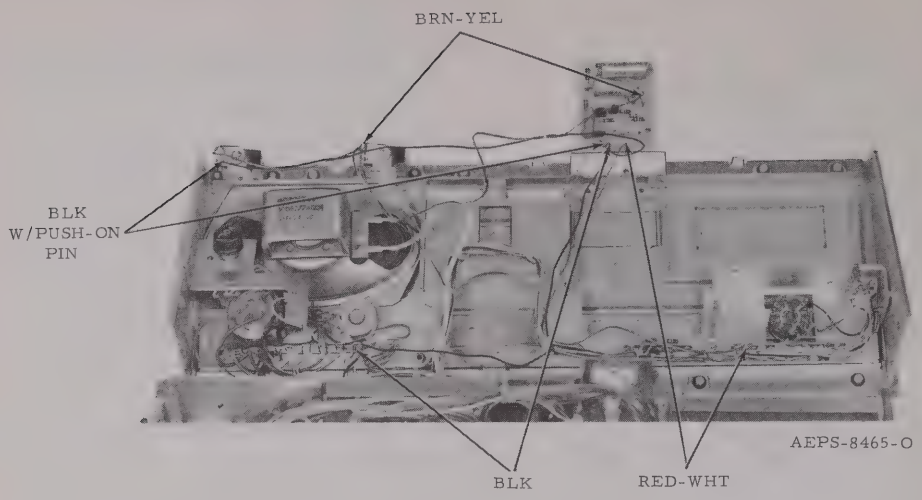

Figure 4.
(3) Connect the BLK lead to ground at TB4-8 as shown in Figure 4.
(4) Connect the RED-WHT lead to TB8-1 as shown in Figure 4.
(5) Connect the BRN-YEL lead to the RED transmit indicator lamp socket as shown in Figure 4. Two BRN-YEL leads will not connect to this point.
(6) Remove the bare jumper on the green "power on" indicator lamp socket. This removes ground from the lamp.
(7) Connect the bare end of the BLK lead with the push-on pin to the ground terminal of the "power on" lamp socket as shown in Figure 4. Connect connector end of this lead to the warning light circuit board.